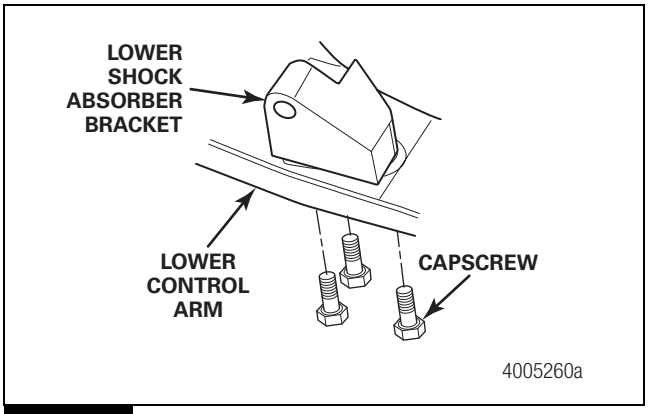

Figure 7.10
4. Position the lower shock absorber bracket onto the lower control arm. Install the three capscrews that secure the lower shock absorber bracket to the lower control arm. Tighten the capscrews to 180-188 lb-ft (245-255 N•m). Figure 7.10.